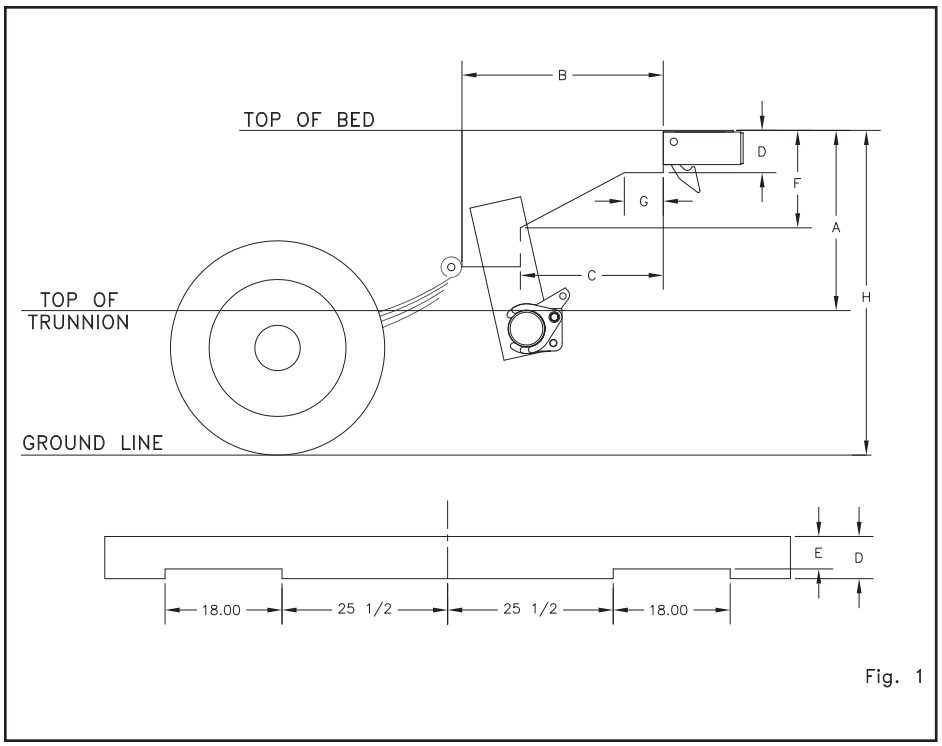
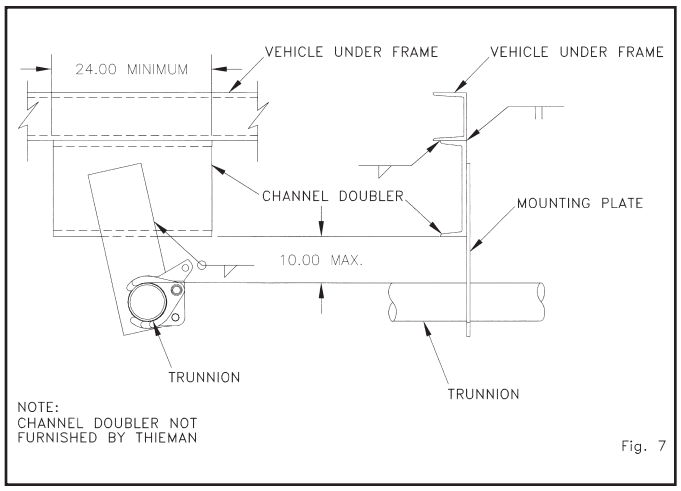

Fig. 1
Fig. 7
4. Check "B" dimension for possible interference with spring hanger bracket. See figure 1.
Step 4 If necessary, notch rear of body as shown in figure 1. Check dimensions of "E" and "B" in chart above.
On certain equipment such as a lengthened van body, rebuilt trailer or other altered vehicle, where the underframe stops short of the end of the vehicle body frame, extra support must be added to avoid any independent deflection. See figure 7 for bracing suggestions. See figure 1 for clearances.